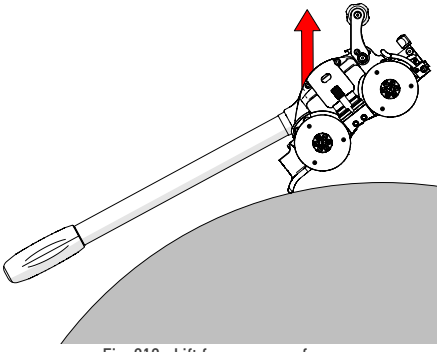

Fig. 212 - Lift from scan surface
4. Pivot the crawler away from the scan surface and lift the crawler using the manipulation handle and the crawler handle *(Fig. 212)*.